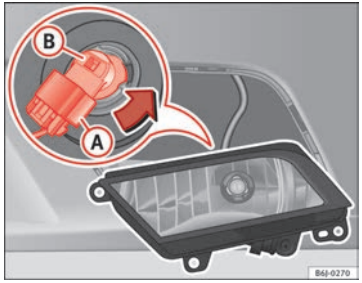

Fig. 164 Front fog light
– Remove connector ⇒ Fig. 164 (A) from the bulb.
– Turn bulb holder ⇒ Fig. 164 (B) to the left and pull.